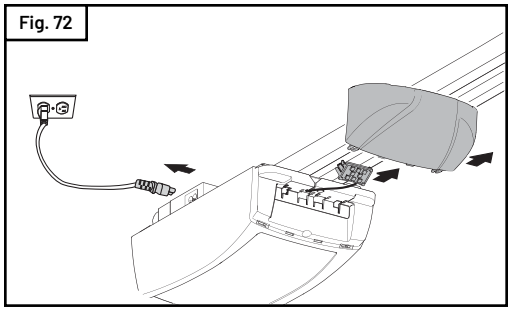

Fig. 73
- Attach new cluster to existing cluster (Fig. 73).